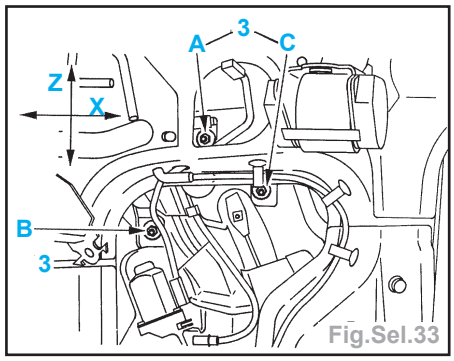

Fig.Sel.33
- Déposer les fixations (3) (Fig.Sel.33).
- Serrer d'1/4 de tour les vis (3) et s'assurer du coulissement en X et Z (Fig. Sel.33).
- Resserrer les fixations dans l'ordre (A, B et C) (Fig.Sel.33).